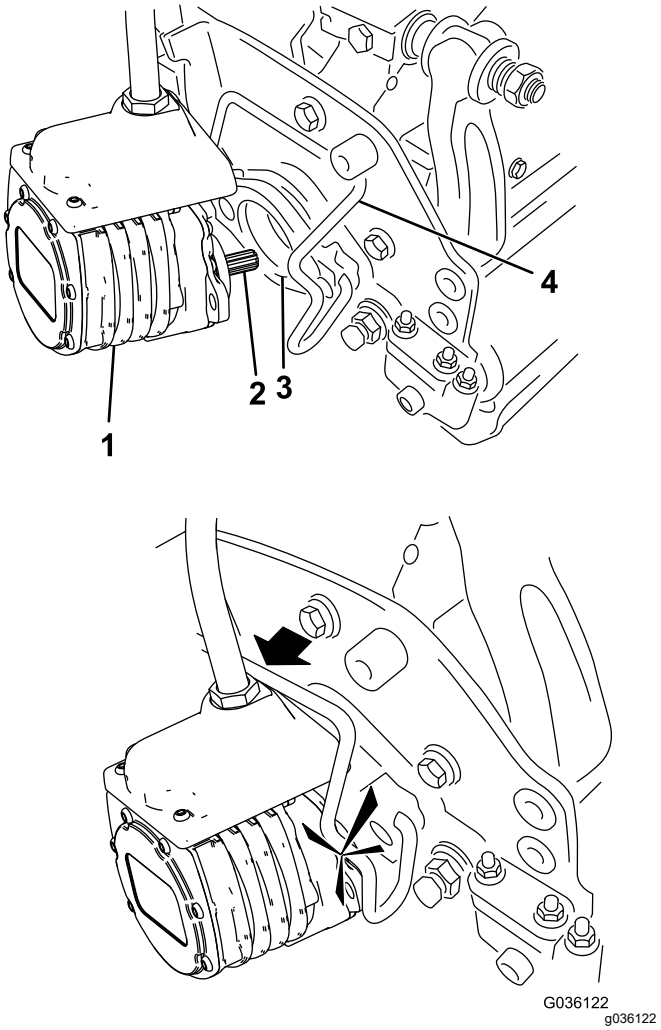

Figur 56
6. Stryk på rent fett på klippenhetsmotorns räfflade axel (Figur 56).
7. För in motorn på vänster sida av klippenheten (sett från förarsätet) och dra motorfäststaget på klippenheten mot motorn tills du hör ett klickljud från båda sidorna av motorn (Figur 56).